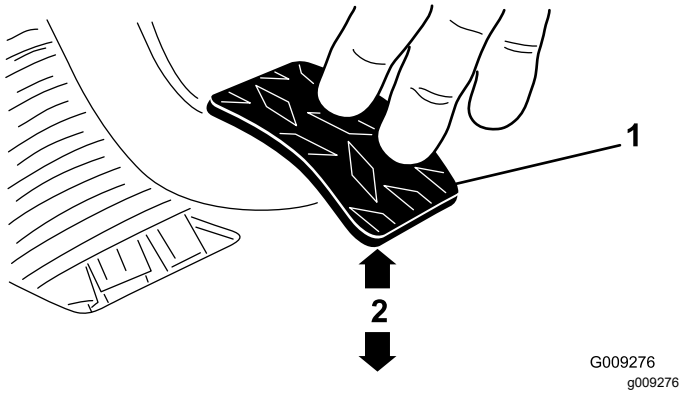

Figuur 70
3. Stel de contramoeren en/of kogelverbinding zo af dat het achterste deel van het koppelingspedaal 9,2 tot 9,8 cm is verwijderd van de bovenkant van het ruitprofiel van de antislipvloerplaat, wanneer een kracht van 1,8 kg wordt uitgeoefend op het pedaal (Figuur 70).